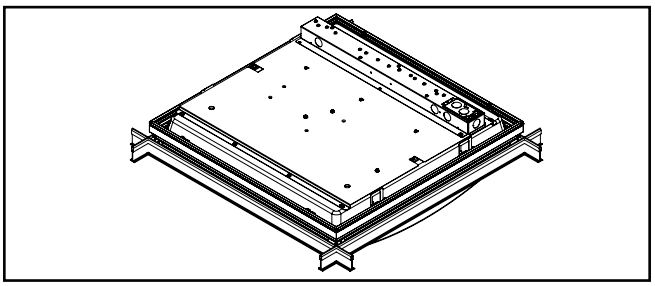

Figure 3.
5. Passez le luminaire dans la grille à un angle de 45 degrés, puis déposez-le sur la grille (Fig. 3).